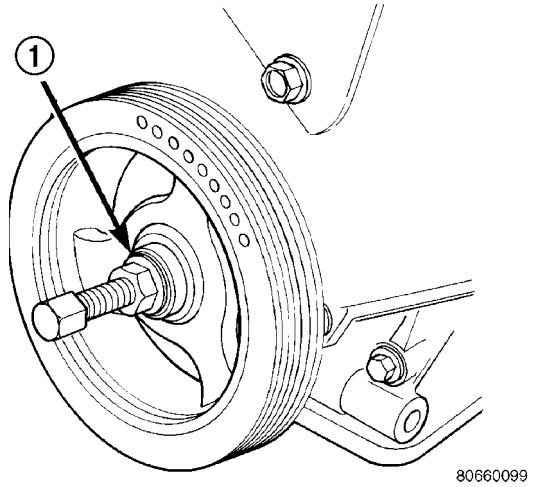

Fig. 76 Crankshaft Vibration Damper - Installation
(1) Install crankshaft vibration damper using M12 1.75 x 150 mm bolt, washer, thrust bearing and nut from Special Tool 6792 (Fig. 76).
(2) Install crankshaft vibration damper bolt and tighten to 142 N·m (105 ft. lbs.).
(3) Install accessory drive belts. (Refer to 7 - COOLING/ACCESSORY DRIVE/DRIVE BELTS - INSTALLATION)